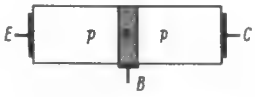

Bild 2. Gezogener Flächentransistor
2. An den 1951 geborenen *Gezogenen Transistor* (rate grown transistor; *Bild 2)*, den ältesten und zugleich zählebigsten Flächentransistor. Er hat einen jüngeren Bruder (grown diffused transistor), bei dessen Herstellung das Stufenziehen mit einem Diffusionsvorgang verknüpft wird.